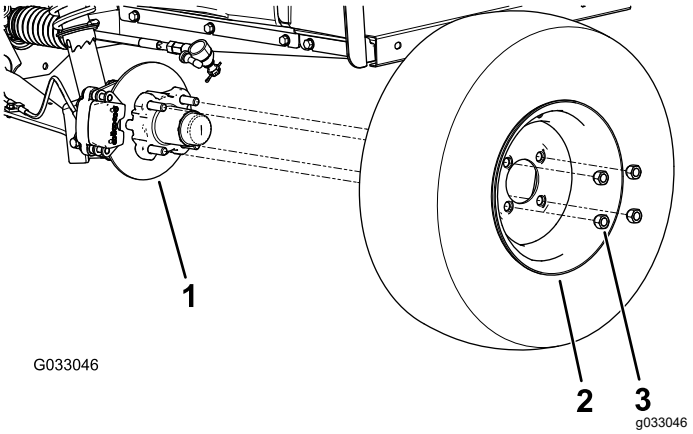

Figur 32
2. Fjern de fire hakemutrene som fester hjulet til navet (Figur 32).
4. Innrett hullene i hjulene med boltene i navet, og monter hjulet til navet med ventilstammen på utsiden (Figur 32).
5. Fest hjulet til navet med hakemutterne (Figur 32).